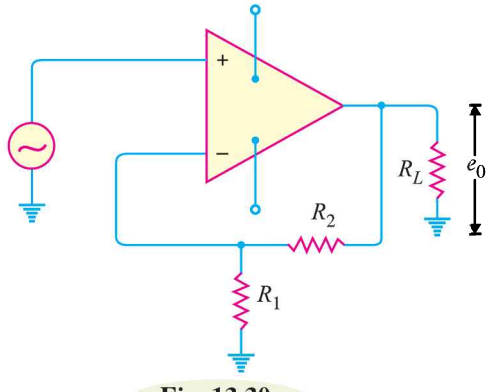

Fig. 13.30
6. Fig. 13.30 shows the negative feedback amplifier. If the gain of the amplifier without feedback is 10^5 and R_1 = 100 Ω, R_2 = 100 kΩ, find (*i*) feedback fraction (*ii*) gain with feedback.